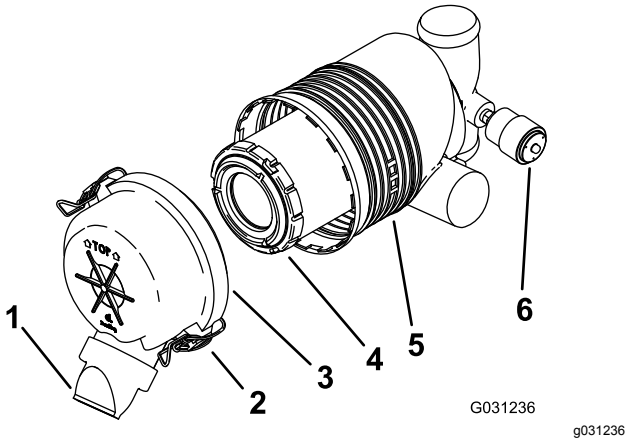

**Rysunek 47**
***Ważne:*** **Serwis filtra powietrza wykonuj tylko wtedy, gdy wskaźnik serwisowy wskazuje kolor czerwony (Rysunek 47). Zbyt wczesna wymiana filtra powietrza może jedynie zwiększyć ryzyko wprowadzenia zanieczyszczeń do silnika po zdjęciu filtra.**
4. Zwolnij zatrzaski znajdujące się na filtrze powietrza i zdejmij pokrywę filtra powietrza z obudowy filtra (Rysunek 47).
1. Delikatnie wysuń filtr powietrza z obudowy (Rysunek 47).
4. Ostrożnie zamontuj filtr (Rysunek 47).
5. Załóż pokrywę filtra powietrza stroną oznaczoną jako TOP do góry i zabezpiecz zatrzaskami (Rysunek 47).